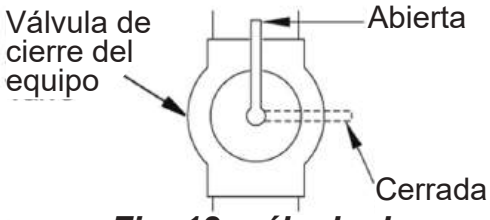

Fig. 12: válvula de cierre del equipo
1. Cierre la válvula de cierre del equipo (consulte la Fig. 12).
1. Abra la válvula de cierre del equipo (consulte la Fig. 12).